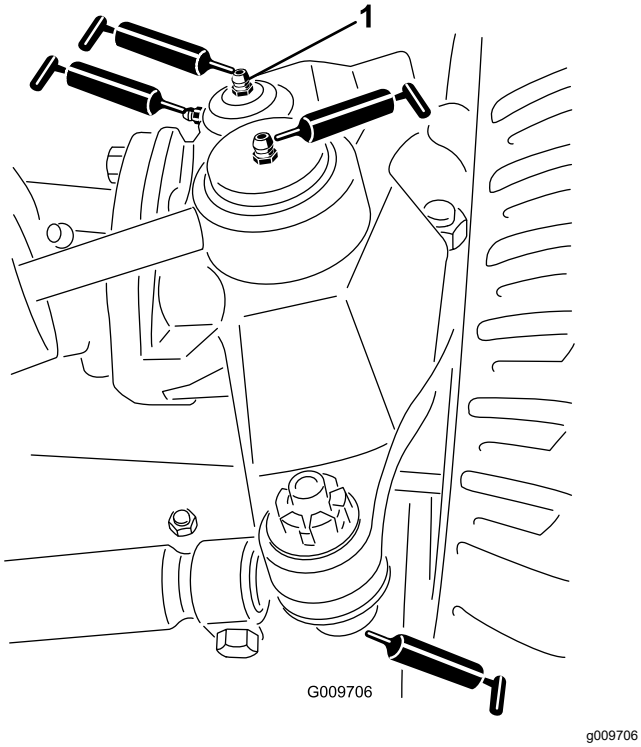

Figuur 81
- Kogelverbindingen van stuurcilinder (2) (Figuur 81)
- Kogelverbindingen van spoorstang (2) (Figuur 81)
- Lagerbussen van koppelpen (2) (Figuur 81). **De bovenste nippel op de koppelpen hoeft slechts één keer per jaar te worden gesmeerd (twee keer pompen).**